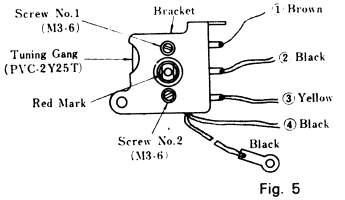

Fig. 5
5. Unsolder leadwires, Nos. ①~④, to tuning gang, as illustrated in Fig. 5.
6. Unsolder leadwires to tuning gang, (Nos. ①~④) as illustrated in Fig. 5.
7. Remove two (2) tuning gang mounting screws, Nos. 1~2, as illustrated in Fig. 5.
(1) Set dial pointer to "10" of the dial scale.
(2) Set tuning gang shaft so that red mark appears as illustrated in Fig. 5.